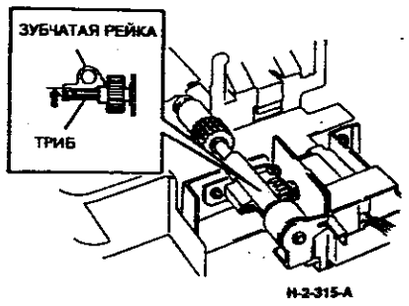

**Рисунок 2. Расположение триба и зубчатой рейки**
3. (Рисунок 2) Проверьте, что шестерня на валу двигателя входит в зацепление с зубчатой рейкой правильно: продвиньте шестерню вперед до упора, чтобы носок триба вала двигателя вошел в прорезь, сделанную в зубчатой рейке. Затягивая два винта крепления двигателя, слегка подтолкните шестерню, чтобы она вошла в зацепление с зубчатой рейкой, при этом следите, чтобы триб вала оставался в прорези.